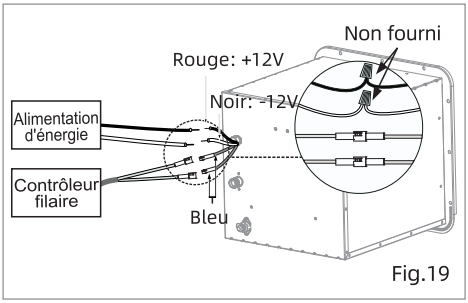

Fig.19
2. Branchez les fils d'alimentation (à l'arrière du chauffeeau-le fil rouge et le fil noir) à une source d'alimentation nominale appropriée de courant continu de 12 V. (Fig.19)
3. Branchez les fils de la commande murale (deux fils bleus sur l'appareil). (Fig.19)